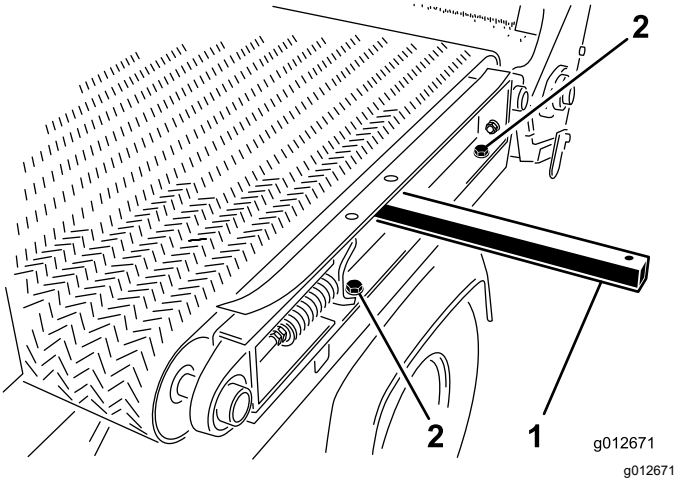

**Figur 35**
1. På venstre side av maskinen monterer du gliderammeskinnen på venstre skjerm (Figur 35) med de to hodeskruene og de to skivene som du fjernet i Demontere skyveplanet (side 23), og strammer hodeskruene.